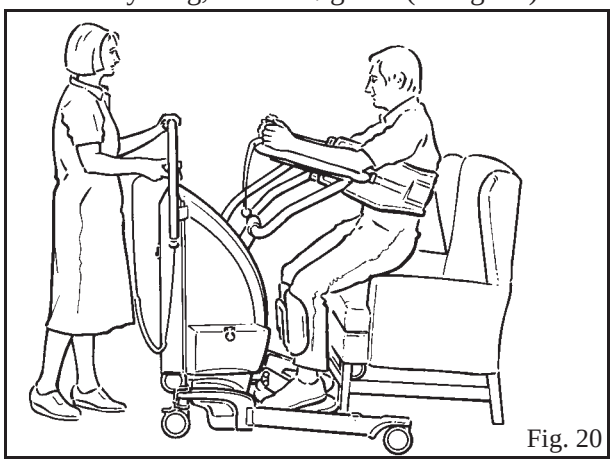

Fig. 20
7. Tryk på løfteknappen på håndbetjeningen eller på det dobbelte betjeningspanel for at løfte plejemodtageren til en egnet højde med henblik på f.eks. forflytning, toiletbesøg osv. (Se fig. 20)